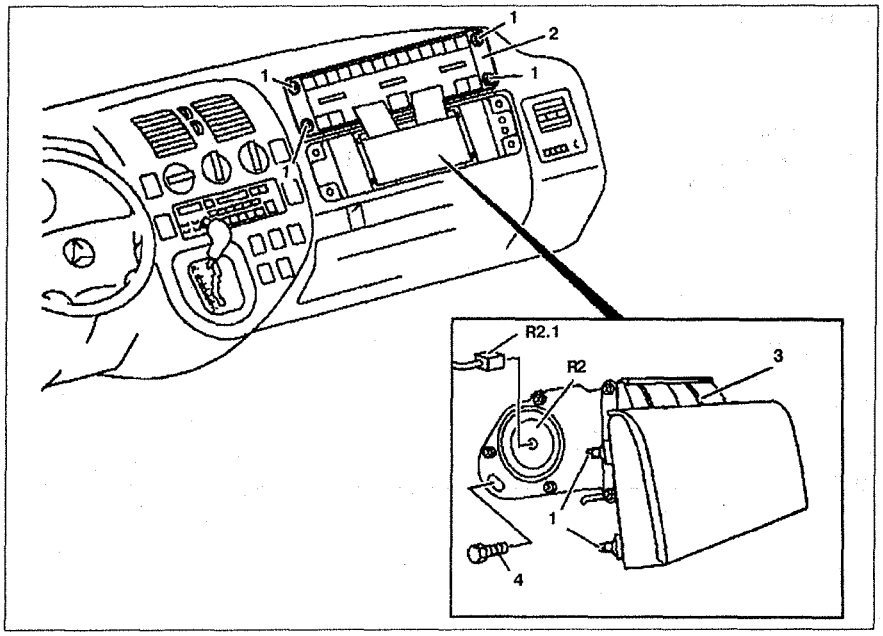

Рис. 8.11. Подушка безопасности пассажира:
3. Отцепите крышку **2** от подушки безопасности пассажира **3** (см.рис. 8.11).